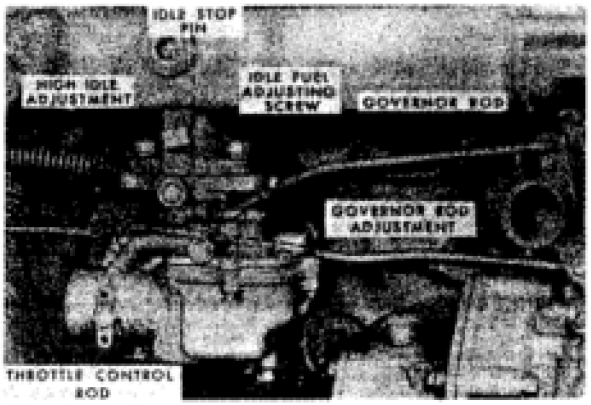

Fig. 149-View showing gov- ernor and throttle linkage typical of early 2000, 3000 and 4000.
Niet-dieselmotoren zijn uitgerust met een centrifugale flyball type gouverneur met variabele snelheid die is gemonteerd op de voorkant van de paragrafen 164-165 de ontstekingsverdeler aandrijfas; verwijzen naar fig. 147.**SNELHEIDSAANPASSING Early Series 2000-3000-4000** 164. Raadpleeg Fig. 149 voor geassembleerde mening van gouverneurskoppeling en aan Vijg. 150 voor geëxplodeerd uitzicht. Controleer voordat u eventuele aanpassingen verleidt om er zeker van te zijn dat de koppeling vrij beweegt zonder binding of overmatige losheid. Als de motor niet draait, koppel je de gouverneursstaaf (27) aan het voorste uiteinde los. Beweeg de handgashendel naar wijd open posi- tie en carburateur gasarm tegen hoge snelheid te stoppen. Los jam moer (28) indien nodig en pas gov-ernor staaf tot front-end gemakkelijk gat in de gouverneur arm. Verleng gov- ernor staaf nog een beurt om te verzekeren com- plete opening van carburateur gaspedaal, opnieuw aansluiten gouverneur staaf en draai jam moer (28).